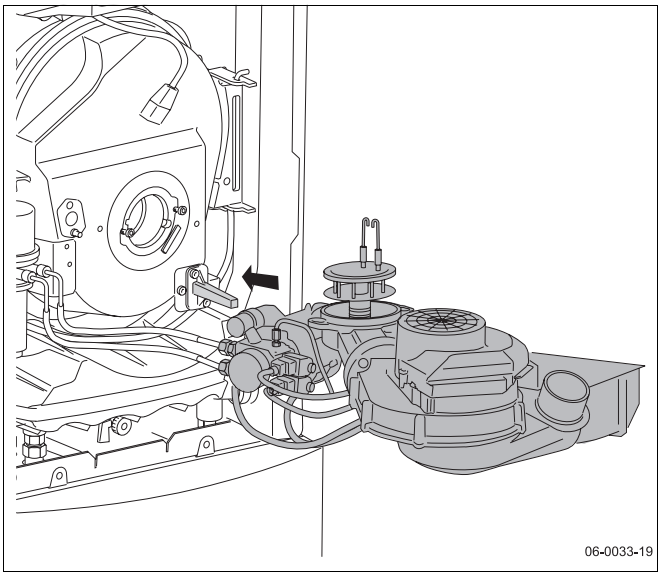

Bild 49 Brenner in Serviceposition aufstecken
- Brenner in Serviceposition aufstecken (Bild 49).